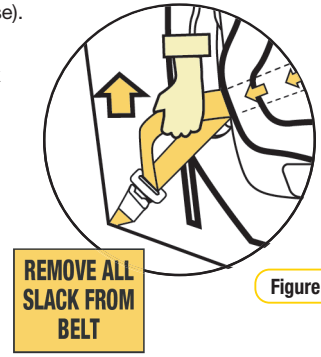

Figure 3
**Step 3:** Push down on the base of the restraint (with knee or hand) whilst pulling the sash section of the vehicle belt firmly up in direction of the yellow arrow in Figure 3 (This will tighten the lap belt across the restraint base).